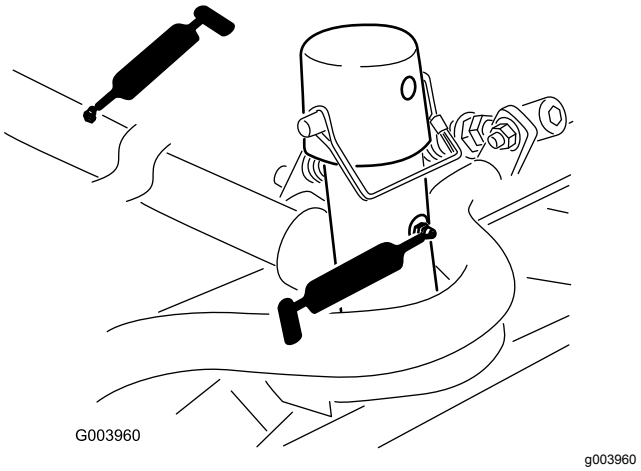

**Figur 45**
- Klippenhetens bärram och svängtapp (2 var) (Figur 45)